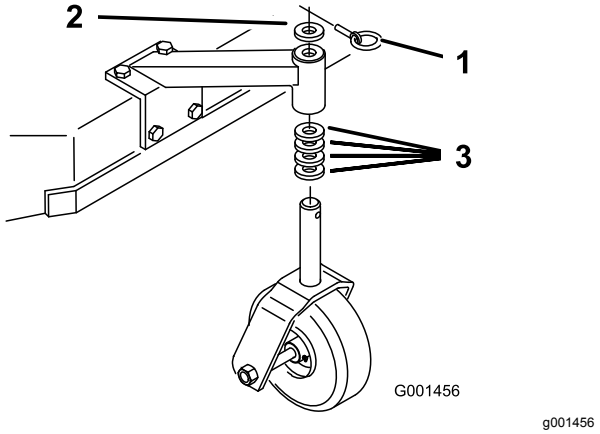

Figuur 17
1. Pas de afstandsstukken van het zwenkwiel aan aan de geselecteerde asopening (Figuur 17); zie Maaihoogteschema (bladz. 21).
2. Verwijder de vergrendelpen, schuif het zwenkwiel van de steun en verwissel de afstandsstukken (Figuur 17).
3. Plaats het zwenkwiel in de steun en steek de vergrendelpen erin (Figuur 17).